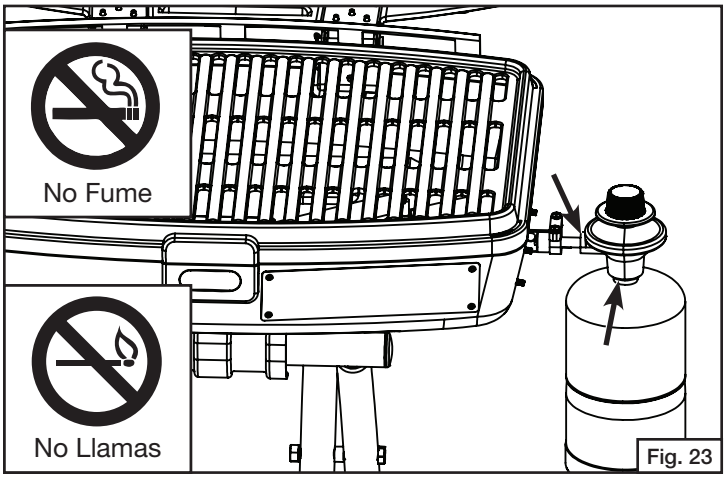

Fig. 23
3. Aplique una solución jabonosa a las conexiones indicadas con las flechas. (Fig. 23) Si aparecen burbujas en estas áreas, esto indica una fuga.